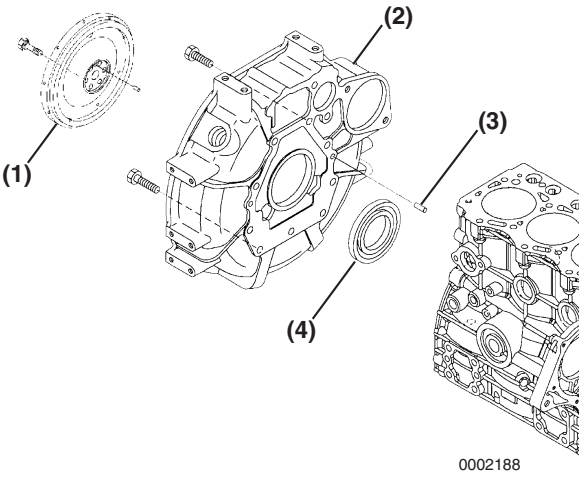

Figure 6-54
1. Remove the flywheel **(Figure 6-54, (1))** from the crankshaft.
2. Remove the bolts **(Figure 6-54, (2))** from the flywheel housing assembly. Remove the flywheel housing from the engine.